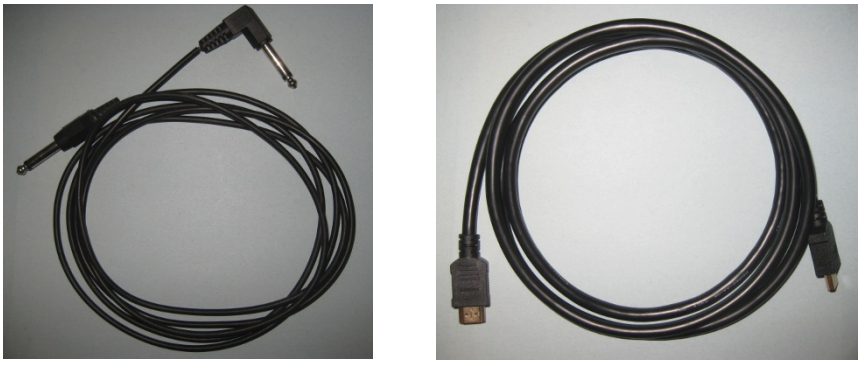

Figura 12-2: Un cable de audio analógico (izquierda) y un cable HDMI (derecha) facilitan la transmisión de información entre dos equipos electrónicos.
- ✓ *Tapones y receptáculos* Transportan señales de audio y video entre equipos con cables como los que se ven en la Figura 12-2. Los conectores en cada extremo del cable se conectan a los receptáculos del equipo que se va a conectar. Los cables de audio analógicos (ver Figura 12-2, izquierda) contienen uno o dos cables de señal (que transportan la señal de audio) y un blindaje metálico que los rodea. El metal... *blindaje* protege los cables de señal de interferencias eléctricas (conocidas como *ruido*) al minimizar la introducción de corrientes parásitas en los cables. Los cables multimedia digitales, como el cable de interfaz multimedia de alta definición (HDMI) de la derecha en la Figura 12-2, contienen múltiples cables blindados que transportan datos de audio y vídeo digitales.